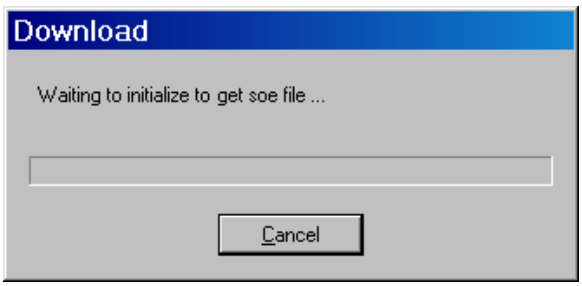
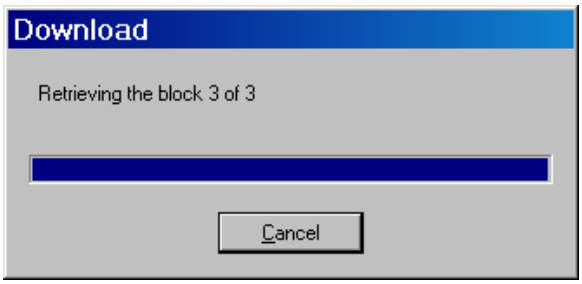

Figure 2-16 Initialize Sequence of Events Record Download Screen
Figure 2-17 Retrieving Sequence of Events Record Status Screen
3. Select a folder to save the file to and the desired file name, then select **Save**. TapTalk will momentarily display an Initialization status screen (Figure 2-16), then a "Retrieving Sequence of Events Record" status screen (Figure 2-17).